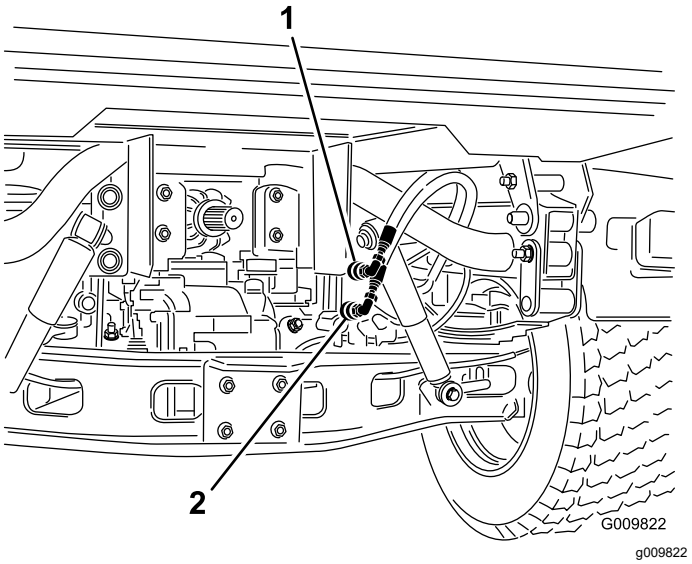

Figur 74
2. Koble de to hurtigkoblingsslangene på begge maskinene fra slangene som er festet til koblingsbraketten (Figur 74).